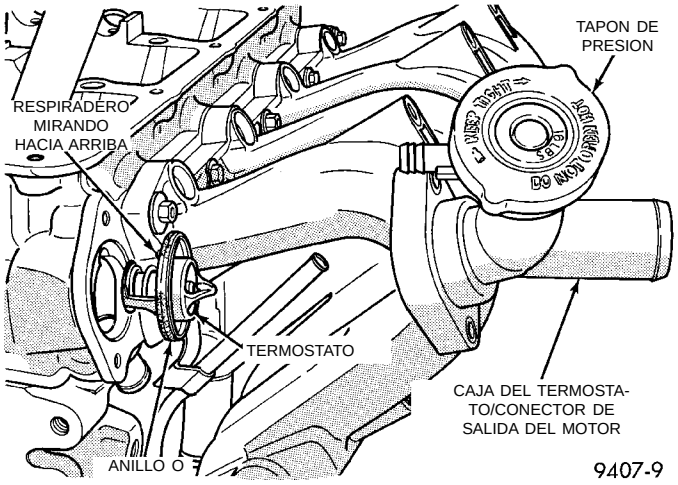
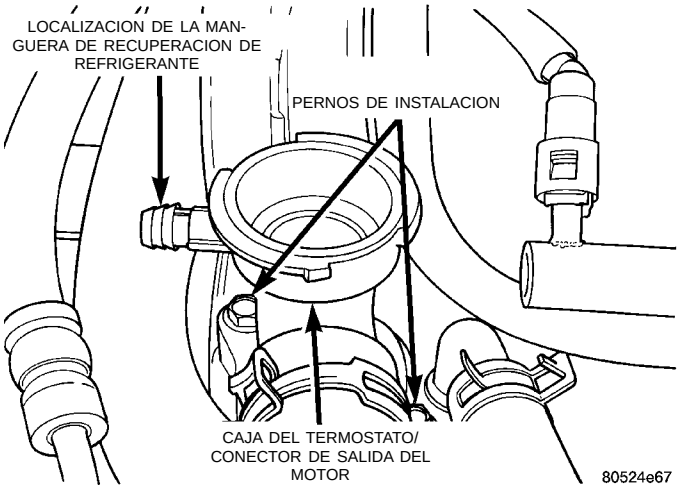

Fig. 18 Termostato/Conector de salida del motor—SOHC
Fig. 19 Termostato/Conector de salida del motor—DOHC
(1) Drene el sistema de refrigeración hasta el nivel del termostato o por debajo del mismo.
(2) Retire la manguera del sistema de recuperación de refrigerante (CRS) y los pernos del termostato/conector de salida del motor (Fig. 18) o (Fig. 19).
(3) Retire el conjunto de termostato y anillo O. Limpie las superficies de sellado.